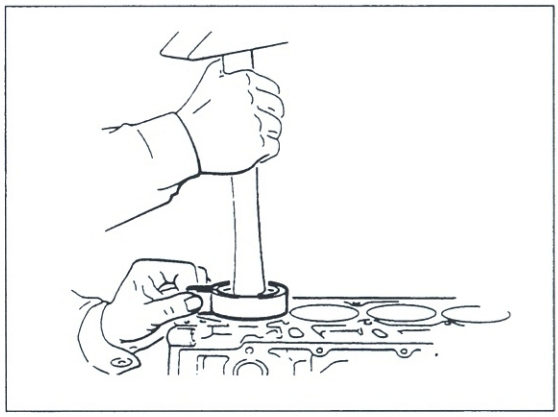

Bild 143
- Kolbenringe mit Spannband (BMW-Nr. 11 2 925) oder von Hand zusammendrücken und Kolben samt Pleuel «von oben» in Zylinder mit Hammerstiel einschieben (Pfeil auf Kolbenboden zeigt in Fahrtrichtung nach vorn; Bild 143).